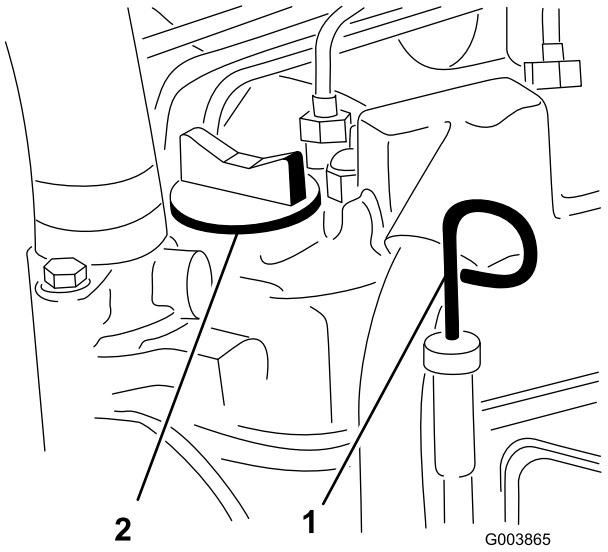
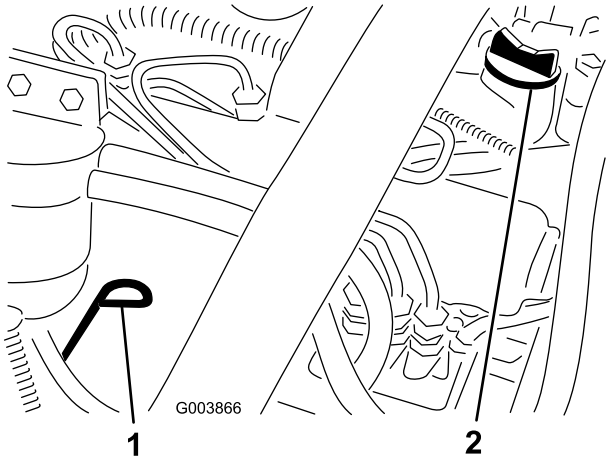

**Figuur 23**
**Figuur 24**
3. Verwijder de peilstok en veeg deze schoon. Plaats daarna de peilstok weer terug (Reelmaster 5200 – Figuur 23, Reelmaster 5400 – Figuur 24).